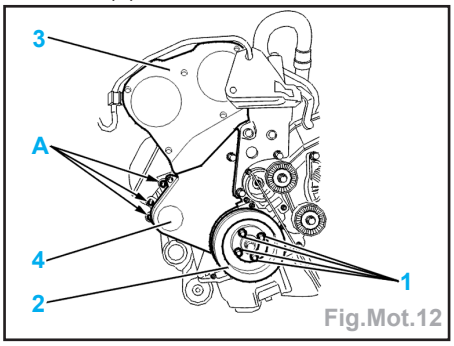

Fig.Mot.12
- Déposer (Fig.Mot.12) :
- les vis (1),
- la poulie d'entraînement des accessoires (2).